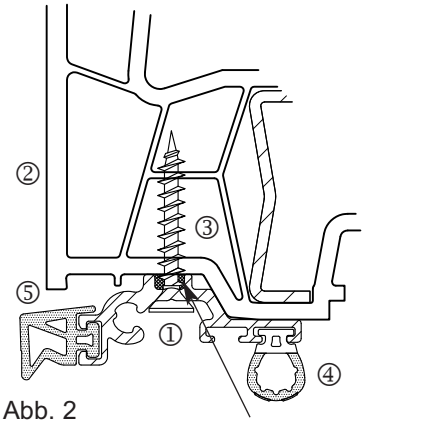

Abb. 2
- Vor der Montage des Wetterschenkels **1** ist auf ganzer Länge Silikon aufzutragen (siehe Abb. 2)
- Den Wetterschenkel **1** auf dem Flügelprofil **2** positionieren und mit rostfreien Senkkopfschrauben Ø 3,9 x 25 mm **3**, im Abstand von max. 30 cm, am Flügel **4** verschrauben (siehe Abb. 2).